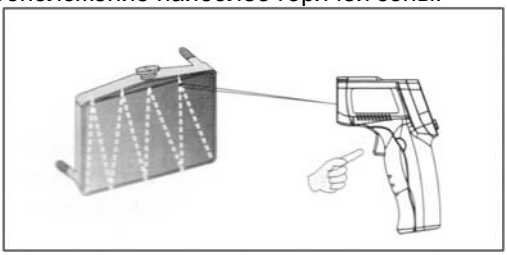

Рисунок 3
2. Обнаружение зоны нагрева (см. рисунок 3)